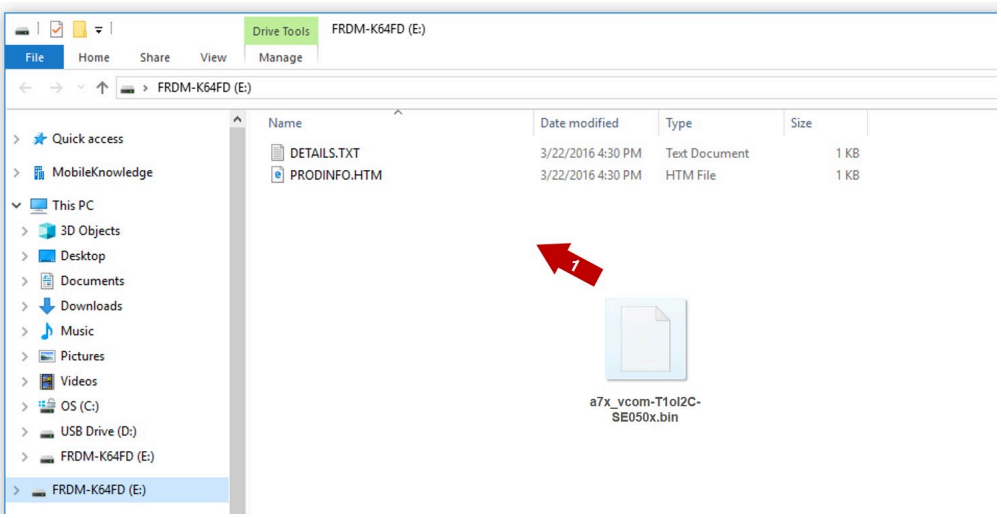

Figure 26. Drag and drop VCOM binary
4. Drag and drop or copy and paste the `a7x_vcom-T1oI2C-frdmk64f-SE050x.bin` file into the FRDM-K64F drive from your computer file explorer as shown in Figure 26: